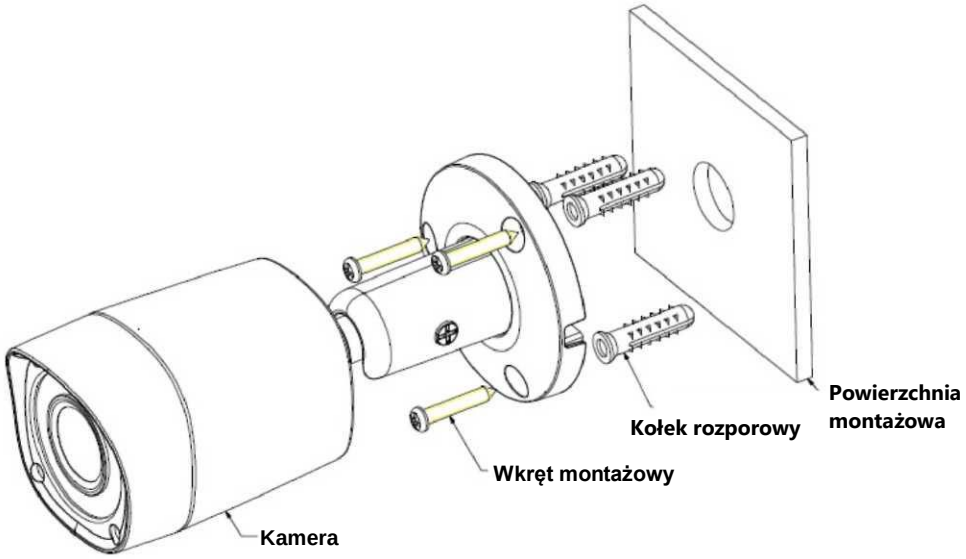

Rysunek 3-9
- W przypadku betonowej ściany najpierw konieczne jest użycie kołka rozporowego (należy upewnić się, że otwory instalacyjne na kołki są dopasowane do wspornika). Teraz można zamontować wspornik. Patrz rysunek 3-9.